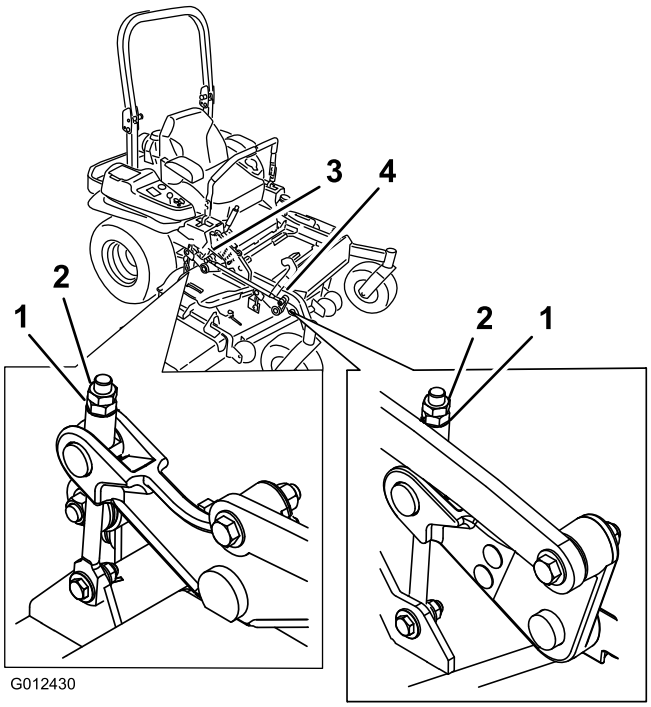

Figur 89
10. Finindstil justermøtrikken på forreste skjoldløfteenhed ved at dreje den (Figur 89).
16. Finindstil justermøtrikken på forreste skjoldløfteenhed ved at dreje den (Figur 89).